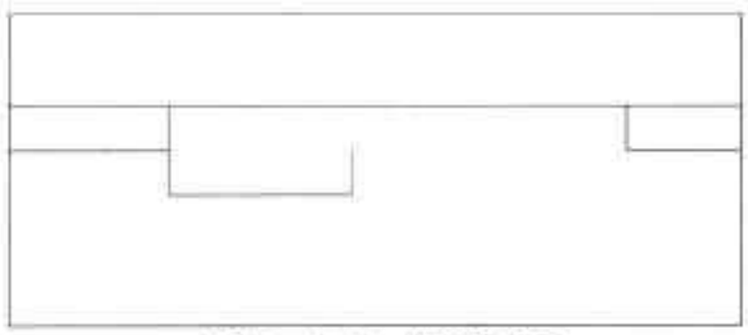

图19-122 修剪图形
Step 05 执行“修剪”命令，对图形进行修剪，如图 19-122 所示。